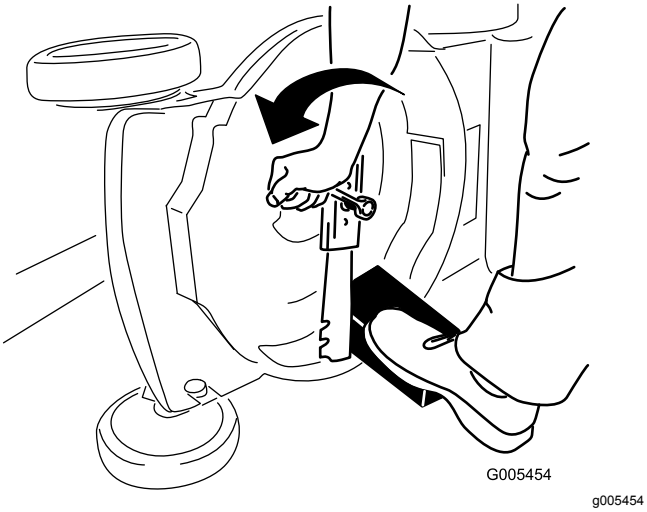

Rysunek 24
3. Aby unieruchomić ostrze, należy użyć kawałka drewna (Rysunek 24).
4. Zdemontuj ostrze, zachowując wszystkie elementy mocujące (Rysunek 24).